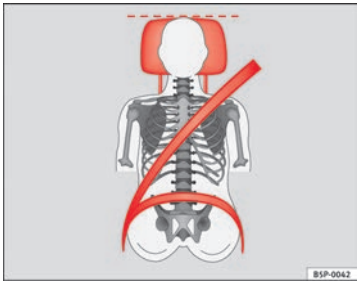

Fig. 12 Banda del cinturón y apoyacabezas ajustados correctamente, vistos de frente
- **La banda del hombro debe pasar aproximadamente por el centro del mismo. El cinturón de seguridad debe quedar plano y bien ceñido a la parte superior del cuerpo ⇒ fig. 12.**